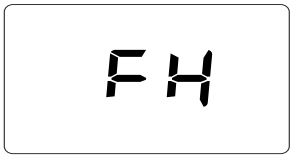

рис. 6- Выпуск воздуха с включенным вентилятором
- В течение последующих 20 секунд на дисплее высвечивается символ **FH**, обозначающий цикл спуска воздуха из системы отопления при работающем вентиляторе (рис. 6).